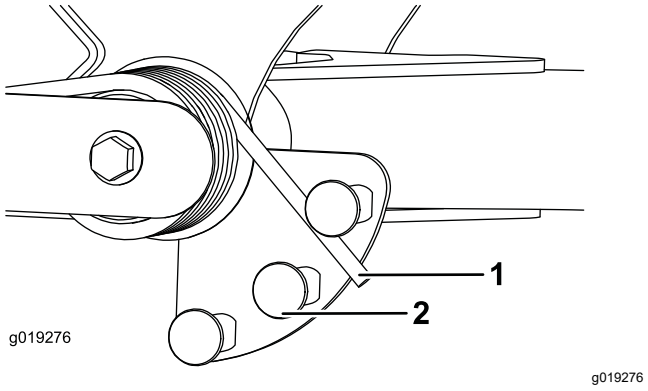

Rysunek 31
2. Nałóż na długi koniec sprężyny tuleję lub podobny przedmiot i obróć ją na siłowniku sprężyny od wymaganego położenia (Rysunek 31).